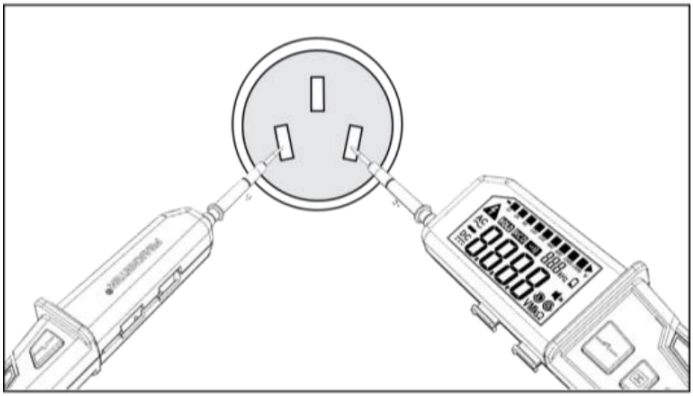

Figur 3
1. Välj en känd spänning före provningen och anslut de båda mätspetsarna till ledaren som provas, exempelvis ett 220 V-uttag. Kontrollera mätningens noggrannhet (figur 3). Instrumentet kan inte mäta AC- eller DC-spänningar under 5 V. Under 5 V AC/DC visar LCD-displayen ”----”.